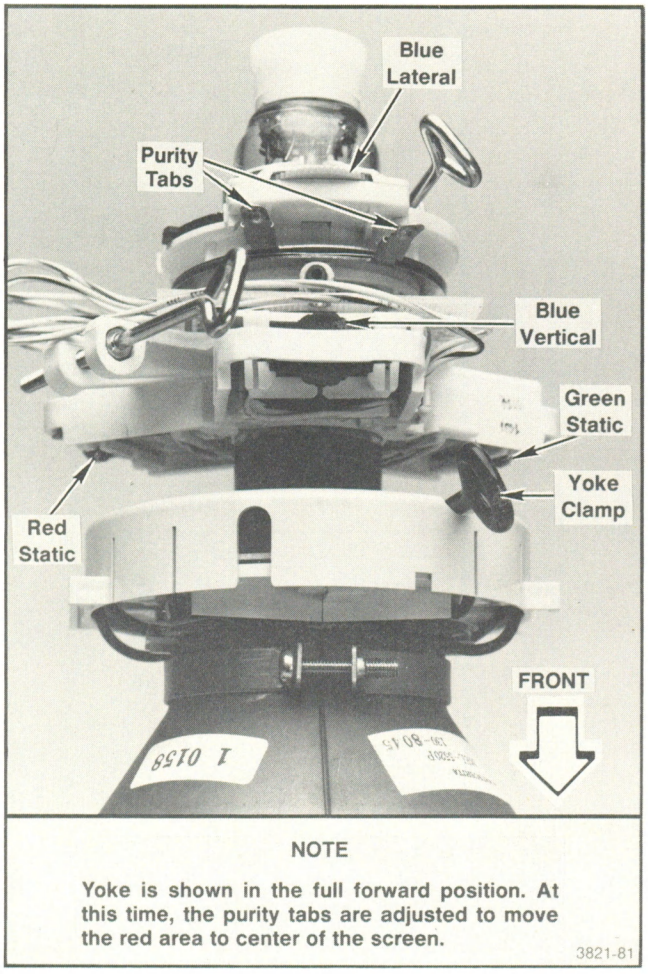

Fig. 7-12. Location of crt yoke clamp, purity tabs and static convergence adjustments.
g. ADJUST—static convergence adjustments located on the neck of the crt. These are: Blue Vertical, Blue Lateral, Red Static, and Green Static as shown in Fig. 7-12.
j. ADJUST—purity by rotating the purity tabs shown in Fig. 7-12. The display should be uniformly red. If impurity is present, loosen the two yoke clamps. Fig. 7-12 shows one of the yoke clamps that must be loosened first. The second clamp is shown in Fig. 9-6 of Section 9, and is loosened by turning the front retaining clamp adjustment counterclockwise until the yoke can be moved. Move the yoke forward, and readjust the purity tabs to move the red area to the center of the screen. Move the yoke back to a location where a uniformly red display is obtained. If necessary, readjust the purity tabs and yoke position until a uniformly red display is obtained. Tighten the yoke clamps, rear clamp first and then the front clamp, after checking that the display is not tilted.